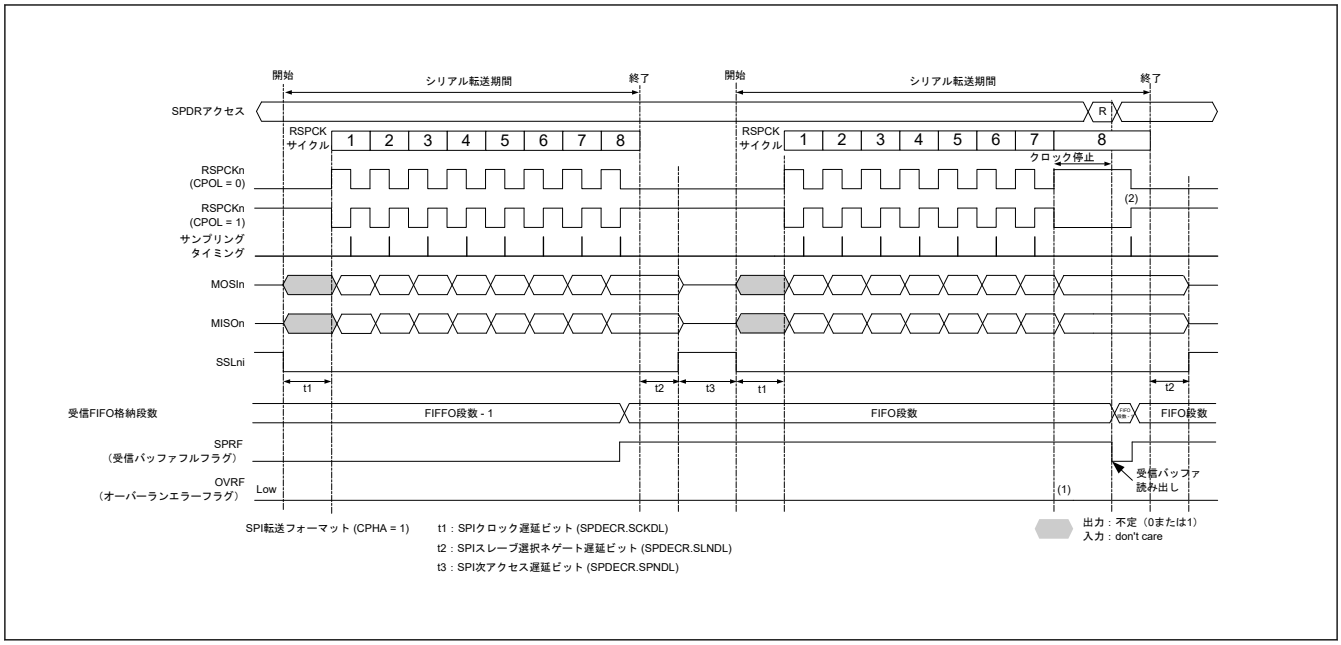
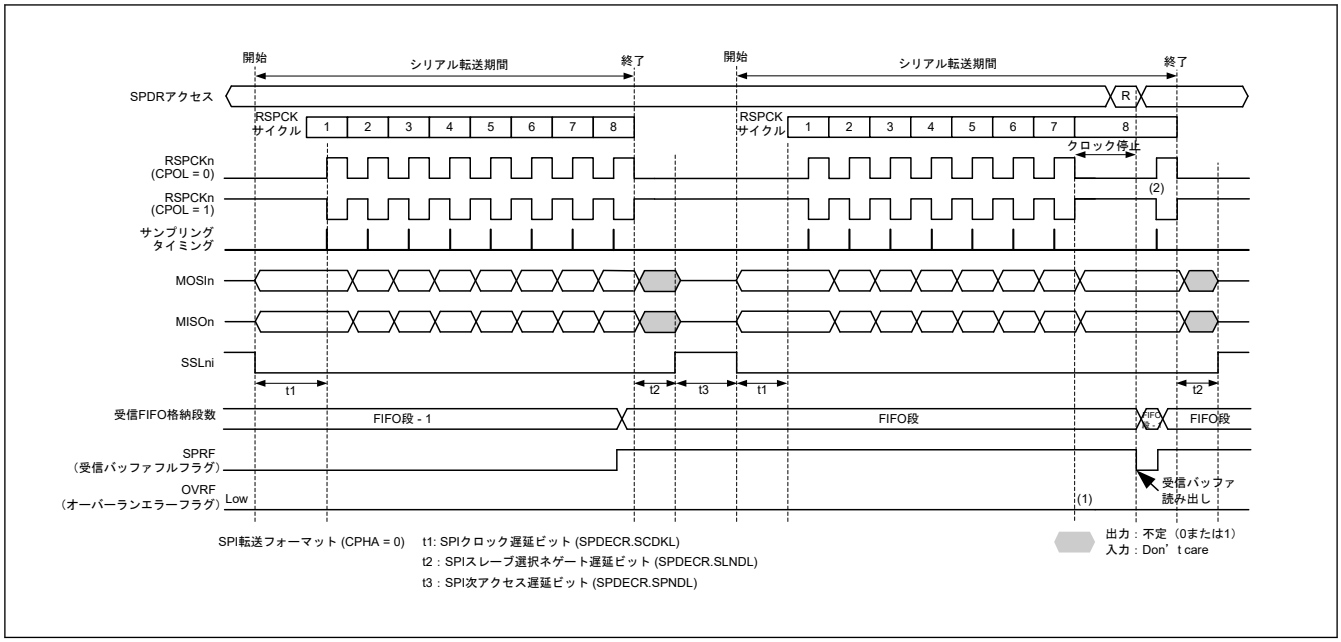

図 34.48　マスタモード時に FIFO の段数分のデータが格納された状態でシリアル転送が継続されるときのクロック停止波形 (CPHA = 1)
図 34.49　マスタモード時に FIFO の段数分のデータが格納された状態でシリアル転送が継続されるときのクロック停止波形 (CPHA = 0)
マスタモードで RSPCK 自動停止機能を有効 (SPCR.SCKASE = 1) にした場合は、オーバーランエラーが発生しません。図 34.48 と図 34.49 に、マスタモード時の受信バッファフルの状態でシリアル転送が継続するときのクロック停止波形を示します。
以下に、図 34.48 および図 34.49 の (1)、(2) に示したタイミングでのフラグ動作を説明します。